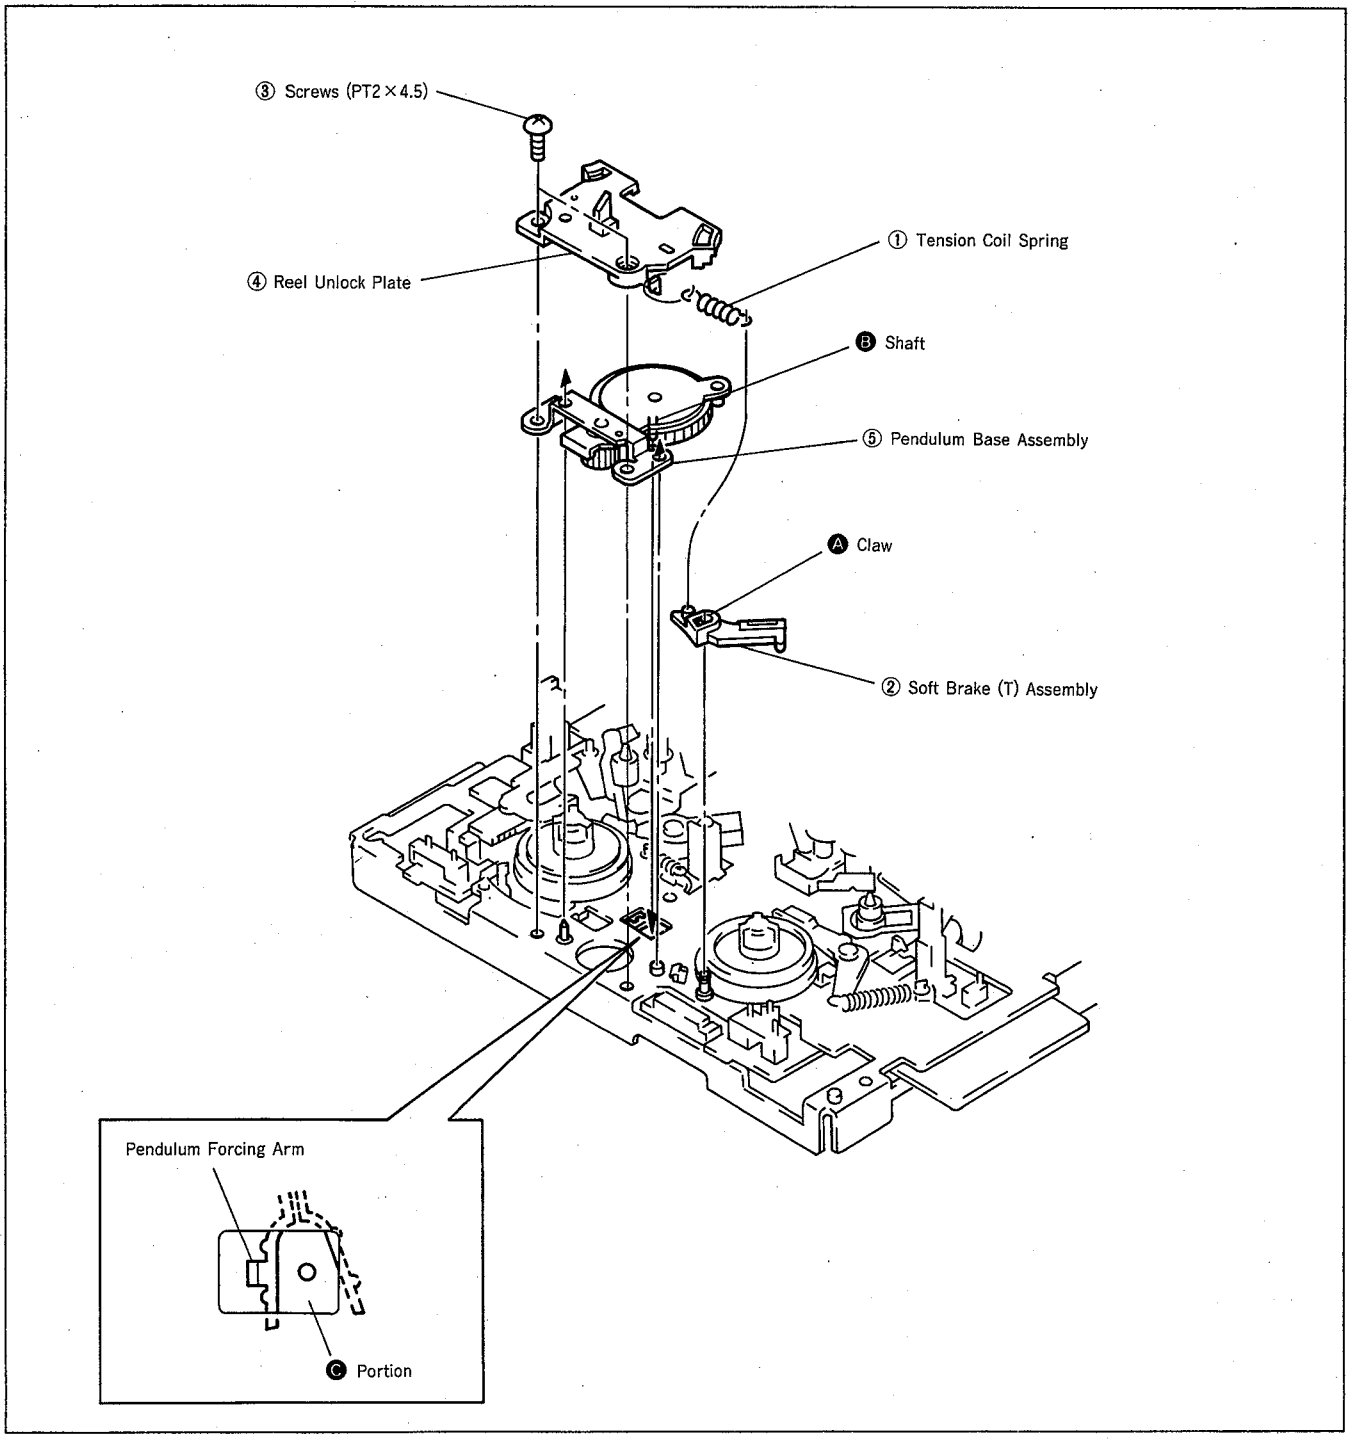

Fig. 10
4-4. PENDULUM BASE ASSEMBLY AND SOFT BRAKE ASSEMBLY (T) (Fig. 10)